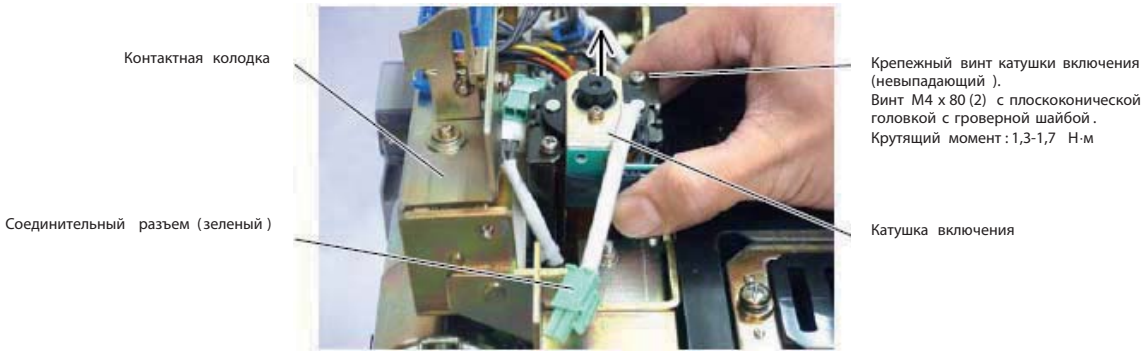

Рис. 71. Извлечение катушки включения
6) Чтобы ослабить крепежные винты катушки включения поверните их на 5 или 6 поворотов, а затем отсоедините соединительный разъем (зеленый) и извлеките катушку включения. См. рис. 71. (Крепежные винты катушки включения – невыпадающие винты, которые нельзя выкрутить со стороны катушки включения).